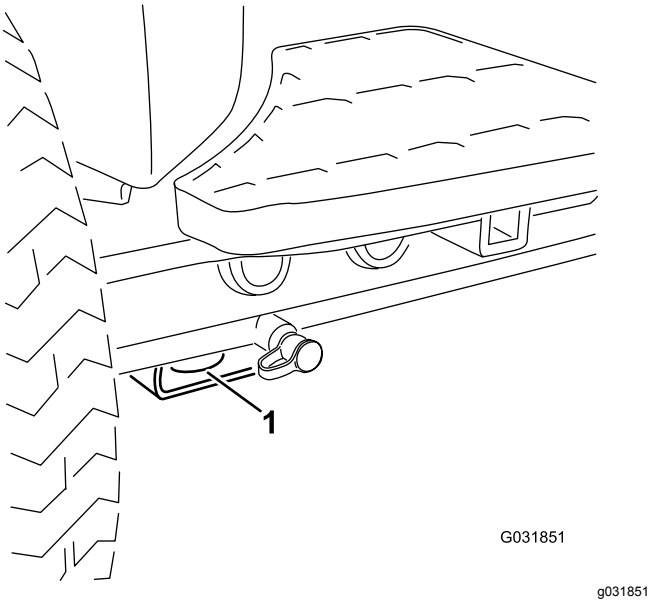

Figur 70
- For – hullet i den rektangulære plade, under akselrøret, indvendigt i forhold til hvert fordæk (Figur 70)